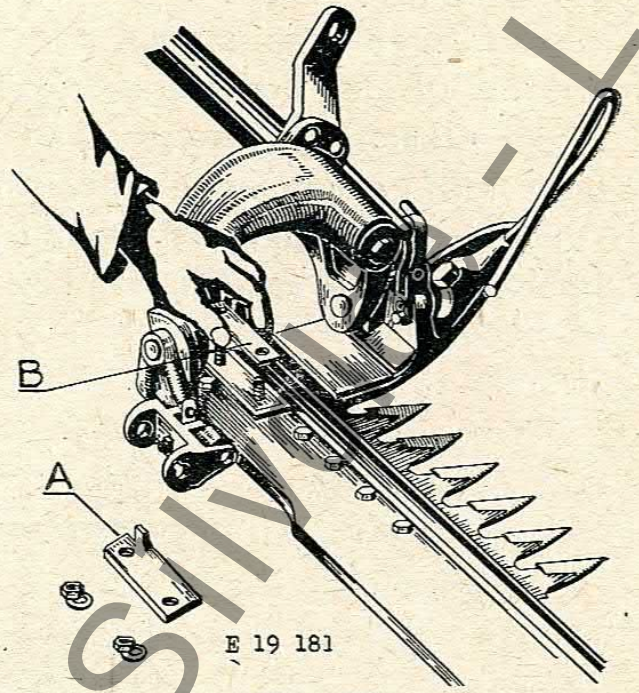

Bild 29.
Weitere Ursache: Messerführung ist ausgeschlagen. Abhilfe: Obere Messerführungsplatte (A Bild 29) abschrauben, eine Zwischenlage (B) herausnehmen und Platte A wieder befestigen.